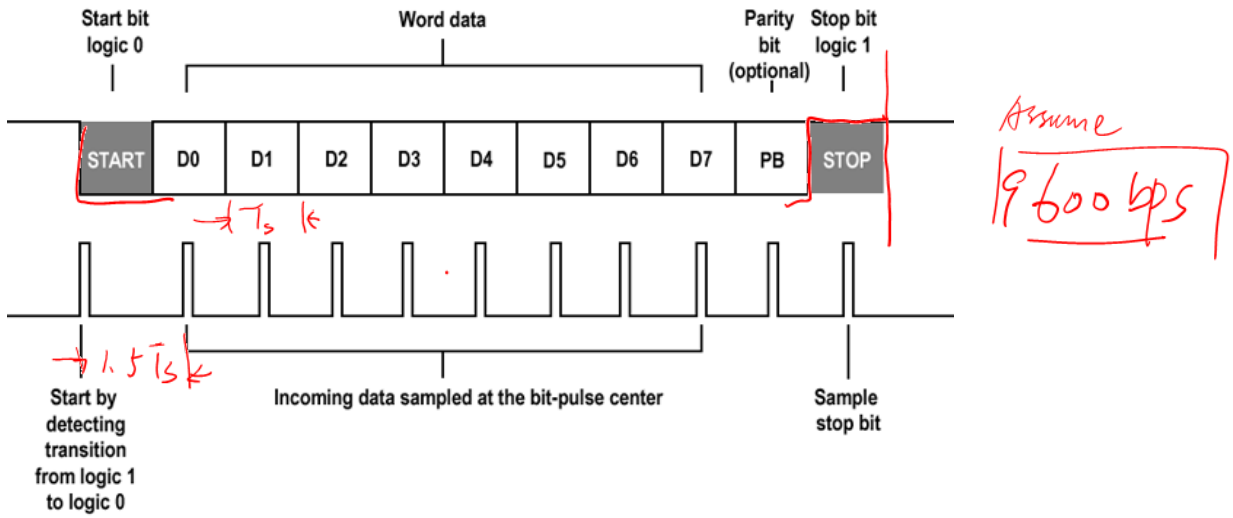

Figure 3: Data and start and stop bits for an asynchronous transmission.
- Asynchronous communication transceivers use predetermined clocks at both devices. Here, start and stop bits have to be used to synchronize the frames, as shown in Fig. 3. The transmitter and the receiver should use the same transmission speed and data frame structure.